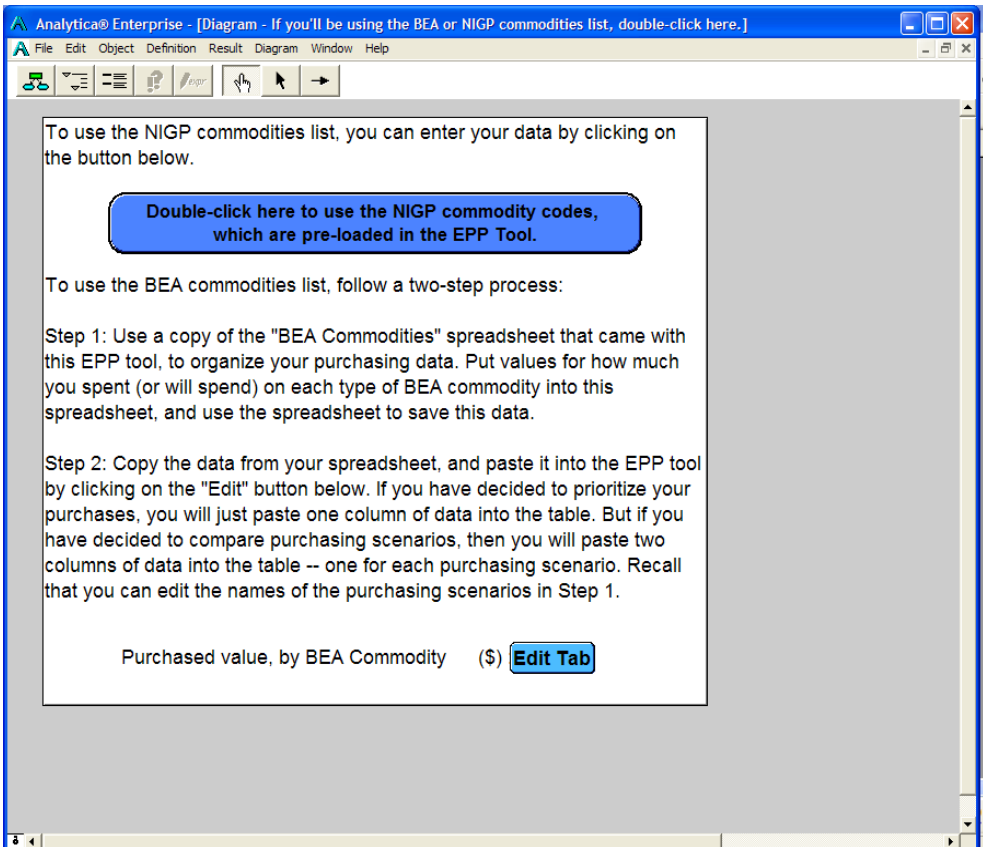

Figure 3: Follow the instructions on this screen to use the BEA commodities list.
Using the BEA commodity list: Double-click on the button labeled "If you'll be using the BEA or NIGP commodities list..." This will bring up the screen in Figure 3.
2) Using the NIGP list: To use the NIGP list, double-click on the button labeled "Double-click here to use the NIGP commodity codes" which appears at the top of the window shown in Figure 3. You will see a window as shown in Figure 3-5.